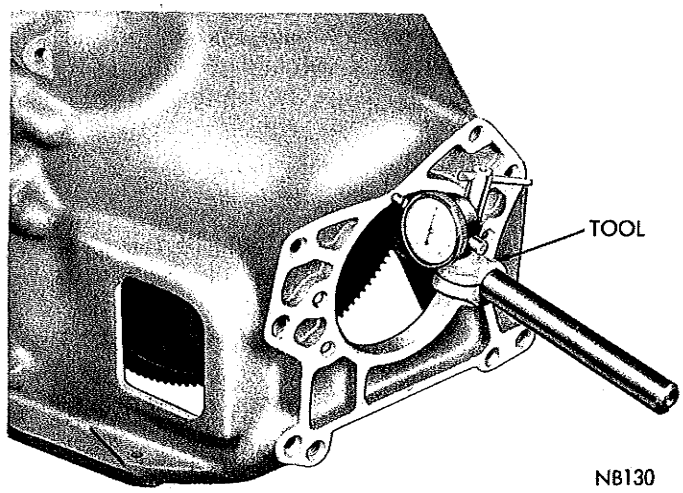

*Fig. 16—Measuring Clutch Housing Face Runout*
(1) Relocate the Dial Indicator (Fig. 16) and rotate the flywheel, using Tool C-771. If total indicator reading is greater than .006 inch, note the amount of total indicator reading and the location of the lowest indicator reading (i.e., the point where the indicator arm or follower is extended the furthest).
(2) To correct excessive runout, place proper thickness of shim stock between the clutch housing and engine block or between transmission and clutch housing. After remeasuring face runout, tighten housing bolts to 50 foot-pounds.
(3) Install clutch release bearing, fork, linkage and transmission. Adjust clutch linkage.